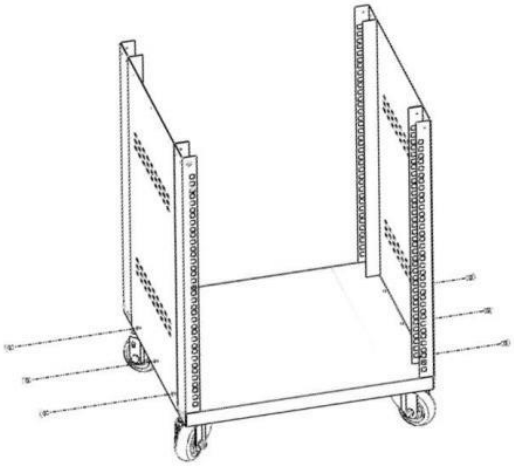

Rysunek 3
3. Wyrównaj ten strona panel (④) z spód panel (②), bezpieczny z 3 śubami montażowymi M5 (⑦) za pomocą śubokręta elektrycznego. Następnie przyjmuje tę samą
krok w celu zamocowania kolejnego panelu bocznego (④). Widzieć Rysunek 3.